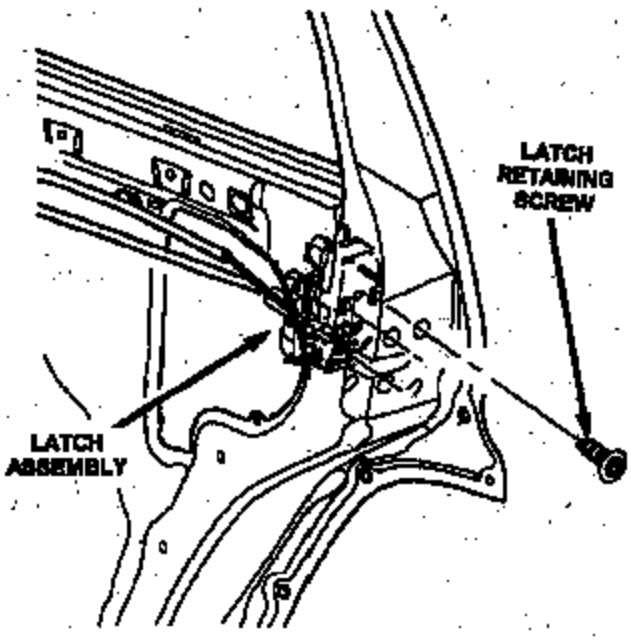

Figure 2
d. Remove the three (3) latch mounting screws and remove the latch from the door (Figure 2).